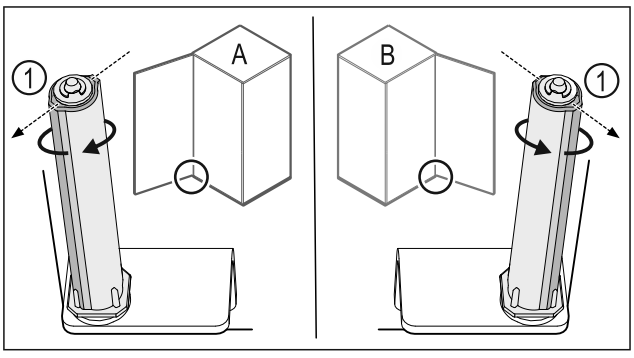

*Fig. 31 Opritorul din stânga (**A**) / opritorul din dreapta (**B**)*
▶ Rotiți sistemul de închidere până la rezistență, până când pragul sistemului de închidere *Fig. 31 (1)* este orientat spre exterior.